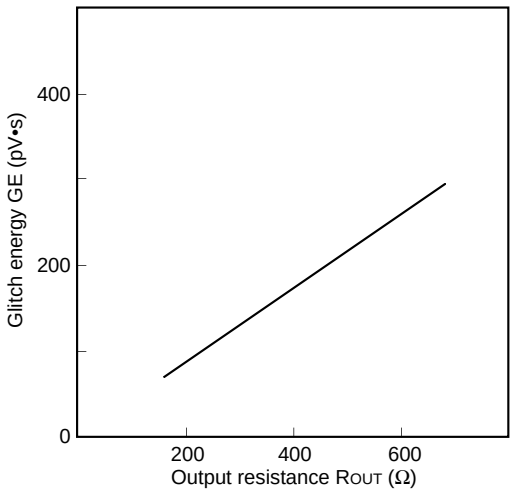

Fig. 5. Output resistance vs. Glitch energy
- R_{IR}=5.1 kΩ (≈16 R_{OUT} in Fig. 5 only)